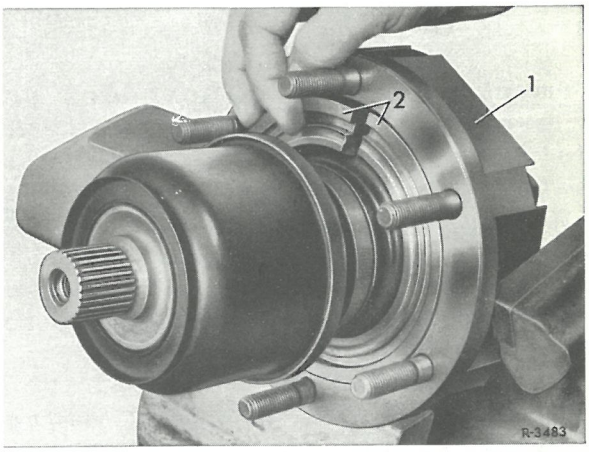

Fig. 35-4/11
10 Nye pakringe (13) og (22) anbringes på kardanstjernen (12) og en ny beskyttelseskappe (21) påsættes (fig. 35-4/1 og 10).